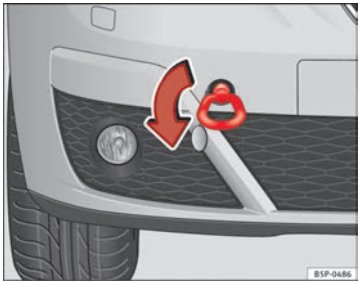

Abb. 216 Frontpartie rechts: Einschrauben der vorderen Abschleppöse
– Die Abschleppöse nach *links* in die vom Pfeil gezeigten Richtung einschrauben ⇒ Abb. 216.